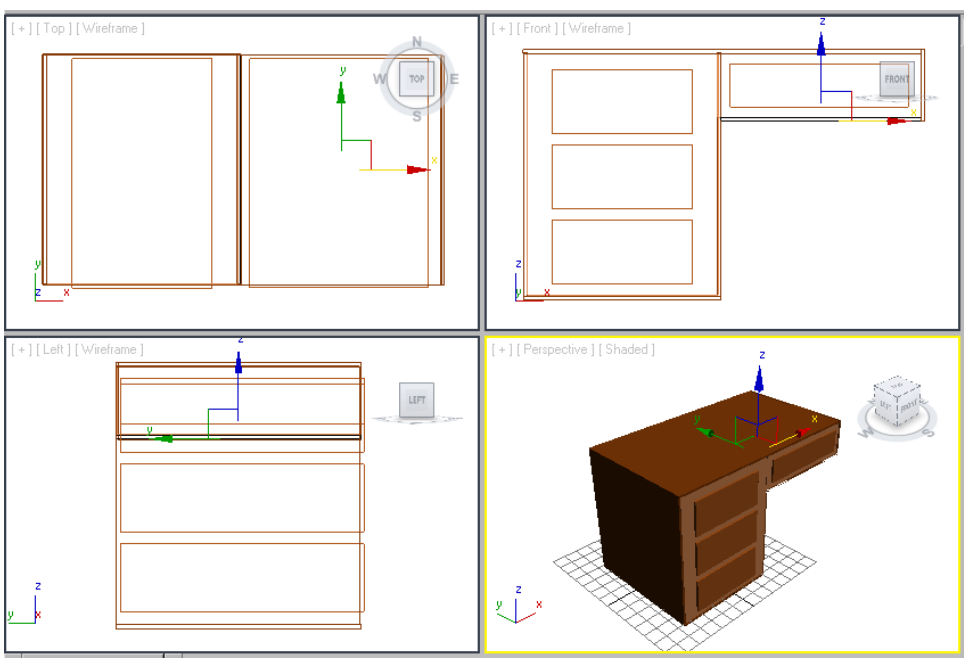

Figure 3-31 *Alignment of the right lower face and the right face with the right box of the table*
13. Align the *right lower face* to the bottom of the *right box*, as shown in Figure 3-31.
16. Align the *right face* with the right side of the *right box*, refer to Figure 3-31.